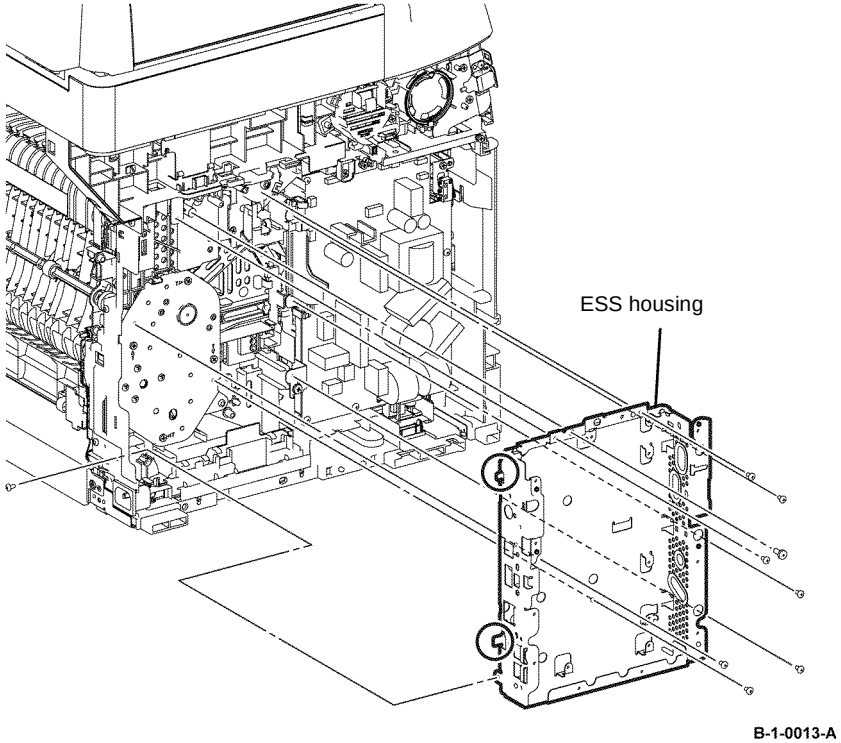

Figure 1 ESS housing removal
12. Remove six screws (silver, M3, 6mm) and one screw (silver, tapping, M4, 10mm) that fix the ESS housing. Release the two tabs from the frame, then remove the ESS housing from the printer, Figure 1.